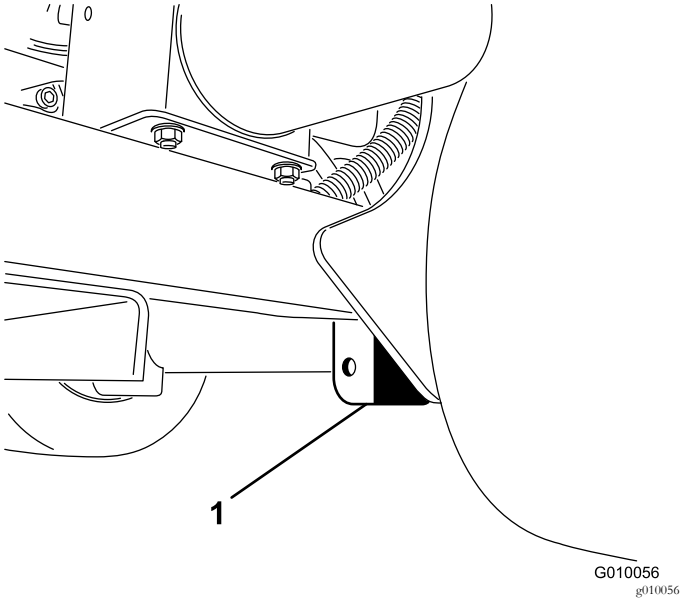

Figur 41
3. Placer donkraften forsvarligt under rammepladen lige på den indvendige side af baghjulet (Figur 41).